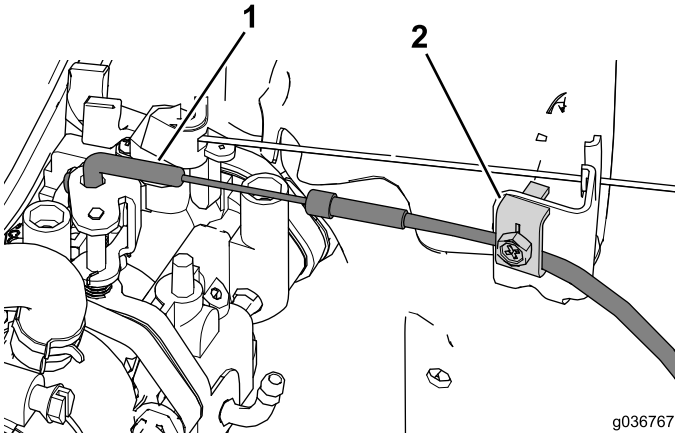

Figura 34
2. Posicione a dobra na extremidade do cabo do acelerador no conjunto do acelerador (Figura 34).
3. Utilize a abraçadeira de cabos para prender o cabo do acelerador no sítio (Figura 34).